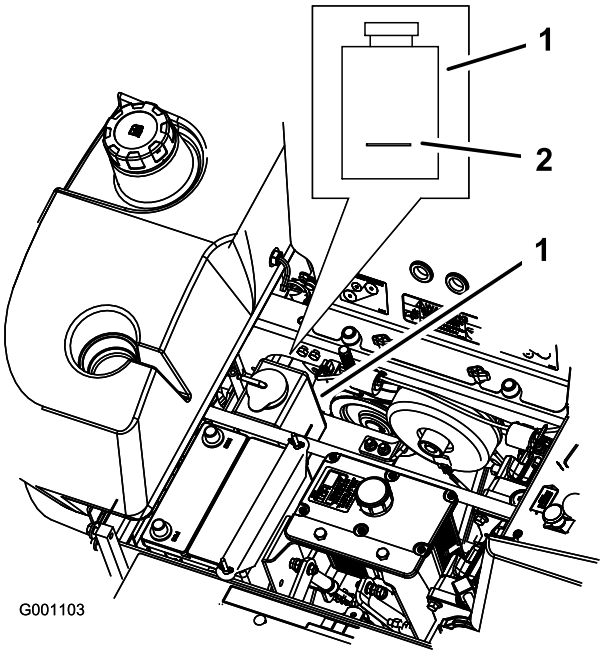

**Figuur 57**
3. Als de motor is afgekoeld, controleert u het peil van de overloopfles. De vloeistof moet tot aan de verdikking op de buitenkant van de overloopfles staan (Figuur 57).
4. Als het peil van de koelvloeistof te laag is, moet u de overloopfles bijvullen met een mengsel dat half uit antivries/Dex-Cool® en half uit water bestaat (Figuur 57).
5. Vul de fles met dit mengsel tot aan de streep op de fles (Figuur 57).